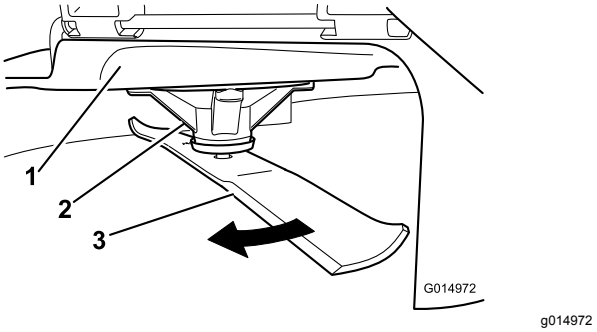

Rysunek 63
2. Korzystając z grubych rękawic lub innej ochrony dłoni, powoli obracaj ostrzem i ustaw je w pozycji, w której będzie można zmierzyć odległość między krawędzią tnącą a poziomą powierzchnią, na której stoi maszyna (Rysunek 63).